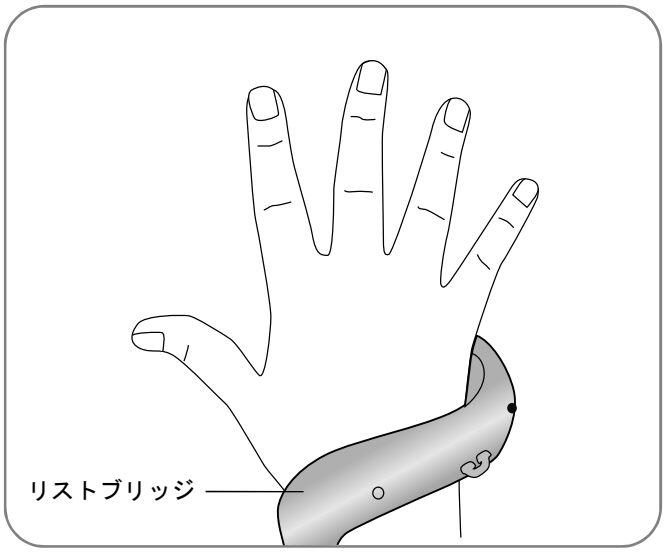

図 8-10：リストブリッジの配置
2. リストブリッジが違和感なく手首の上にくるようにしてください（図 8-10 を参照）。